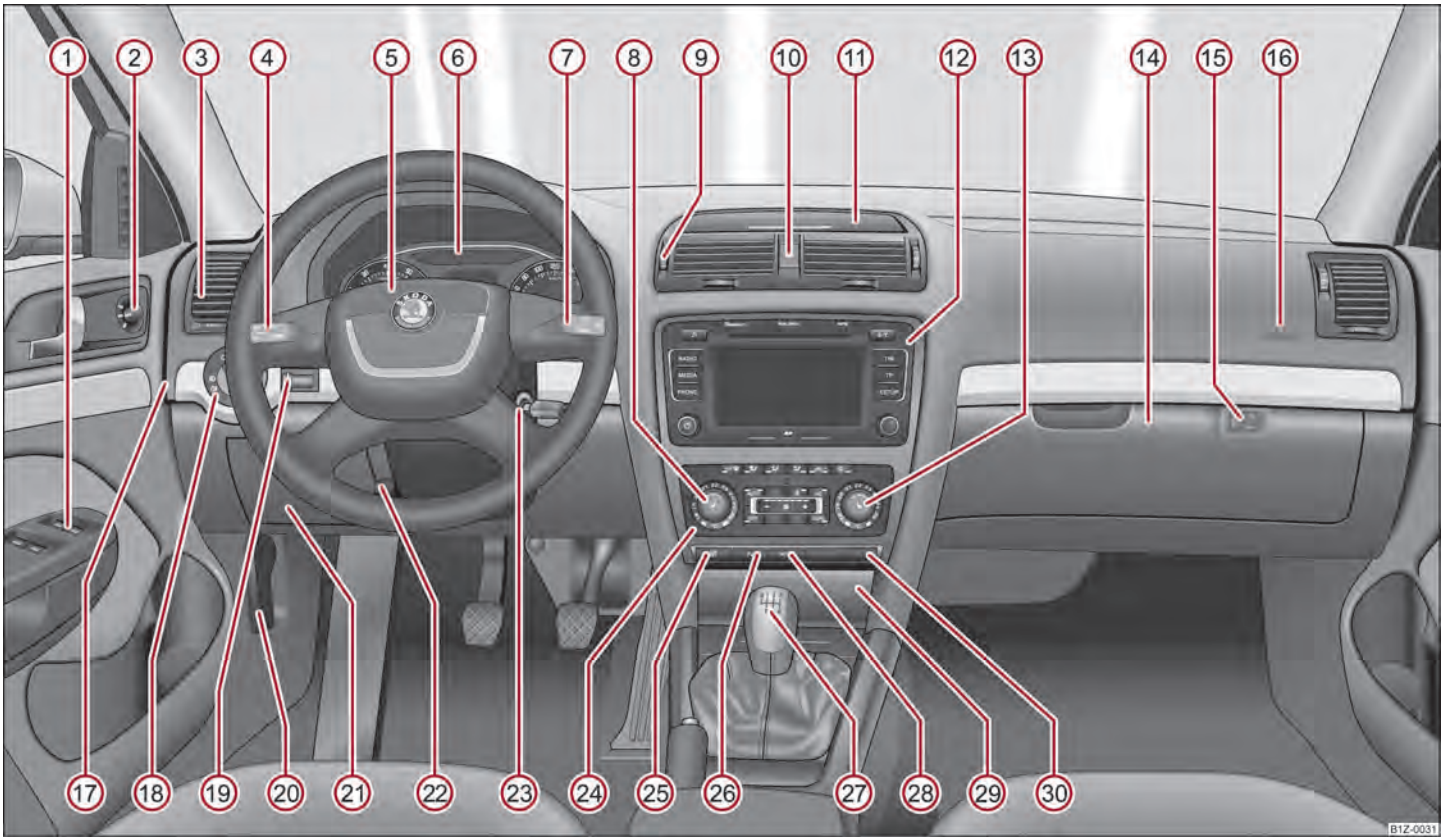

Fig. 1 Cockpit
- The arrangement of the controls and switches and the location of some items on right-hand drive models may differ from that shown in ⇒ fig. 1. The symbols on the controls and switches are the same as for left-hand drive models. ■